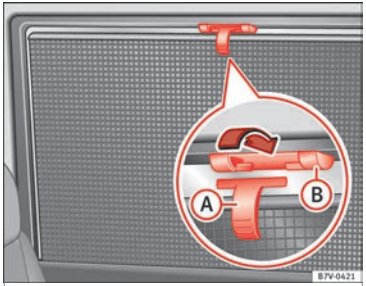

Afb. 143 Bij de achterzijruit rechts: rolgordijn.
- Trek het rolgordijn bij het trekoog ››› **afb. 143** (A) helemaal omhoog.
- Haak de bovenlat bij de beide ringen vast in de hiervoor bestemde behuizing (B). Controleer of het uitgetrokken rolgordijn goed vastzit in de hiervoor bestemde behuizing (B).